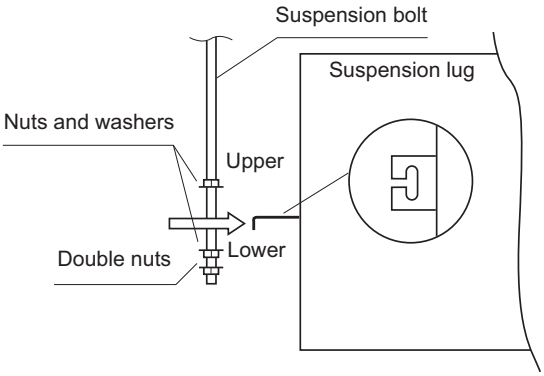

Fig. 2-191
(2) Thread the 3 hexagonal nuts and 2 washers (field supply) onto each of the 4 suspension bolts as shown in Fig. 2-191. Use 1 nut and 1 washer for the upper side, and 2 nuts and 1 washer for the lower side, so that the unit will not fall off the suspension lugs.